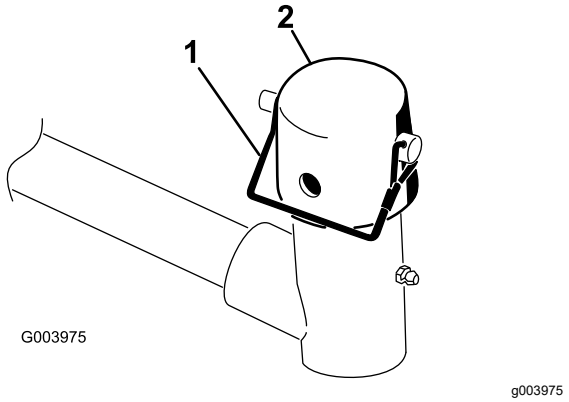

**Figure 9**
9. Retirez la goupille à fermoir et le capuchon de la chape de pivot du bras de levage (Figure 9).
**Remarque:** Utilisez la fente pour rendre l'unité de coupe directionnelle ou le trou pour que l'unité de coupe reste fixe (Figure 9).